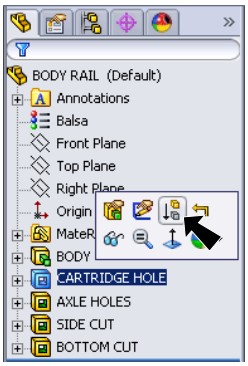

Fig. 24
Step 1. Click **CARTRIDGE HOLE** feature in the Feature Manager and click **Suppress** in the menu, **Fig. 24**.